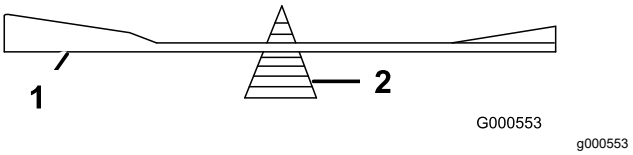

Figur 107
2. Kontrollera knivens balans med en knivbalanserare (Figur 107).